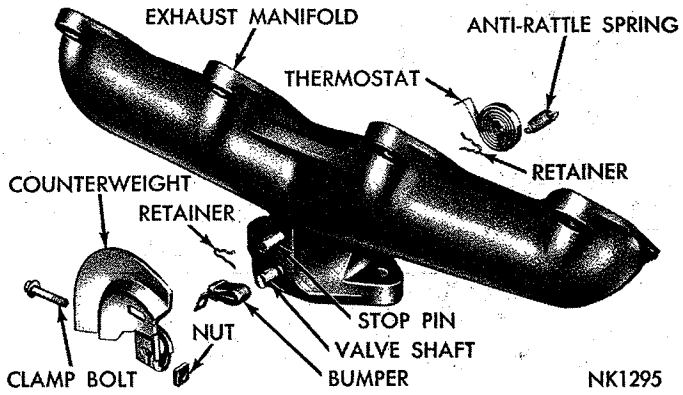

*Fig. 26—Manifold Heat Control Valve (318 Cu. In. Engine)*
(1) Remove counterweight and bumper from outer end of valve shaft by loosening clamp bolt (Fig. 26 or 27).
(1) To remove thermostat on the inner end of valve shaft, first remove anti-rattle spring (Figs. 26 or 27).
(2) Unhook thermostat from stop pin and slide from valve shaft.